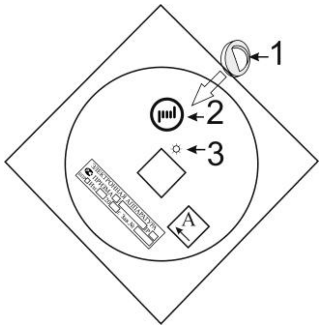

Рис. 6.4
индикатора 3 и прилагаемого в комплекте поставки извещателя магнита 1(см. рис. 6.4). С внешней стороны задней стенки к блоку БПРМ (БПРД) присоединен шарнирный стержень. Внизу цилиндрической части корпуса расположена втулка для ввода кабеля. Конструкция БПРМ отличается от
6.3.3.1 На тыльной стенке кожуха БПРД имеется окно встроенного светодиода 3 для визуального контроля работы, для чего к фирменному значку 2 на тыльной стенке БПРД необходимо приложить и удерживать во время контроля магнит 1 (см. рис.6.4). В случае нормальной работы БПРД, светодиод методично мигает с периодом около 1 сек. На тыльной поверхности БПРМ под защитной крышкой расположены три синих индикатора «0» (нулевой разряд сигнала), «1» (первый разряд), «2» (второй разряд) и двухцветный (синий/красный) «3» (3с/3к) {третий разряд/(Тревога или четвертый разряд)}, регулятор чувствительности извещателя «Рег». Крышка, обеспечивающая защиту органов управления и индикации от внешних воздействий, закрепляется на тыльной поверхности БПРМ двумя невыпадающими винтами. Вблизи индикатора «3» находится отверстие **инфракрасного датчика** положения крышки (открыта – закрыта). Извещатель формирует сигнал ТРЕВОГА размыканием выходного реле при открывании защитной крышки.